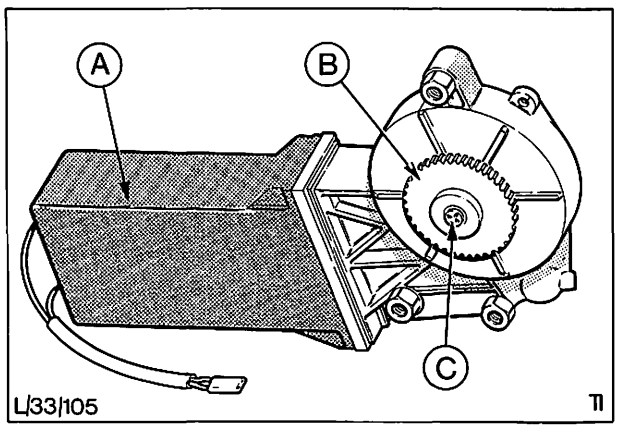

Abb. 44 Elektromotor und Antriebsritzel
7. Falls ausgebaut, Antriebsritzel an den Motor setzen und mit Schraube befestigen, Abb. 44.